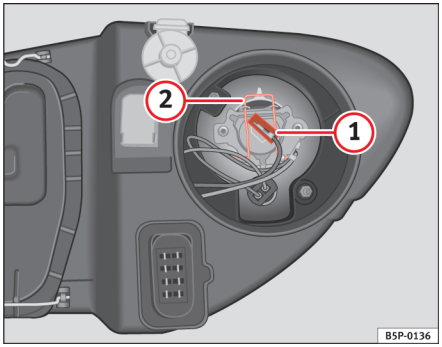

Fig. 163 Fjernlys
– Træk stikket ⇒ fig. 163 (1) af pæren.
– Tag fjederen ⇒ fig. 163 (2) af ved at trykke den ind og dreje mod højre.